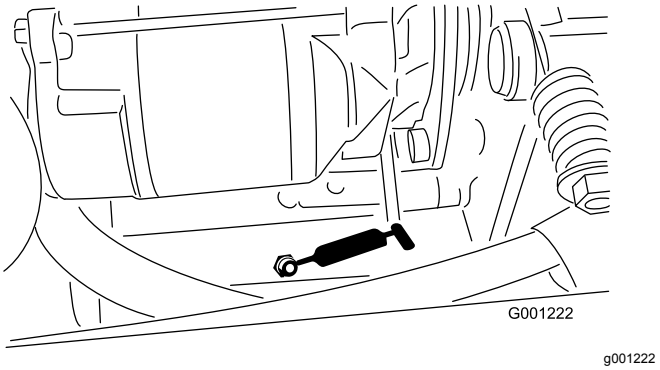

Figur 37
- Kraftuttagets spänntapp (Figur 37)
- Bakre kraftuttagslagret (Figur 37)